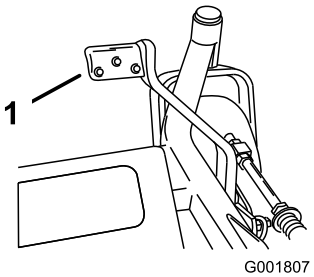

**Figur 27**
2. Tryck ned lyfthjälpsspaken och dra upp klipphöjdsreglaget samtidigt (Figur 27).